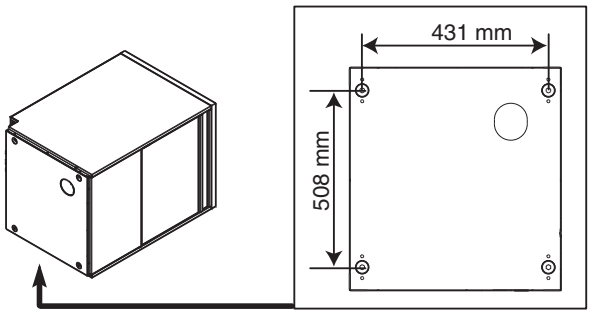

Fig. 7
- Bor fire huller med ø 9 mm i bordpladen i henhold til afstandene angivet på Fig. 7.